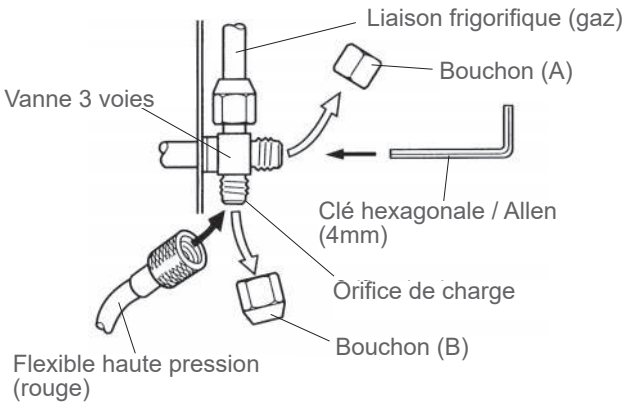

fig. 44 - Raccordement du flexible sur la vanne gaz
- Raccorder le flexible haute pression du *Manifold* sur l'orifice de charge (*fig. 44*).